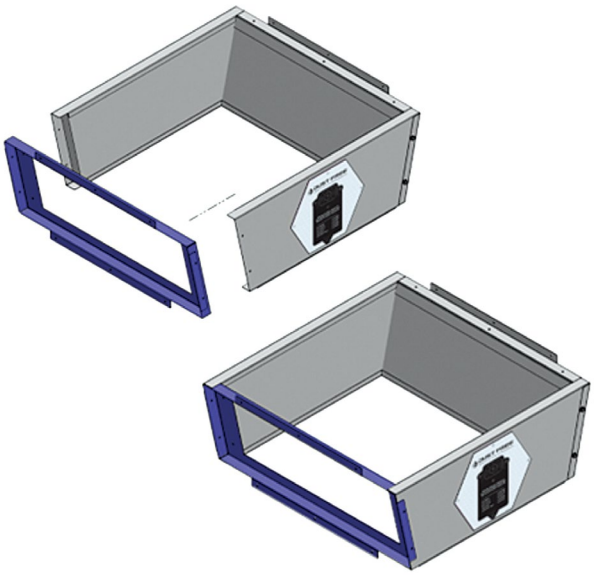

Figure 7: Door frame and unit alignment and assembly
6. Remove the door from the door frame. Align and insert the door frame into the side panels, with flanges outside the side panel as shown in **Figure 7.**